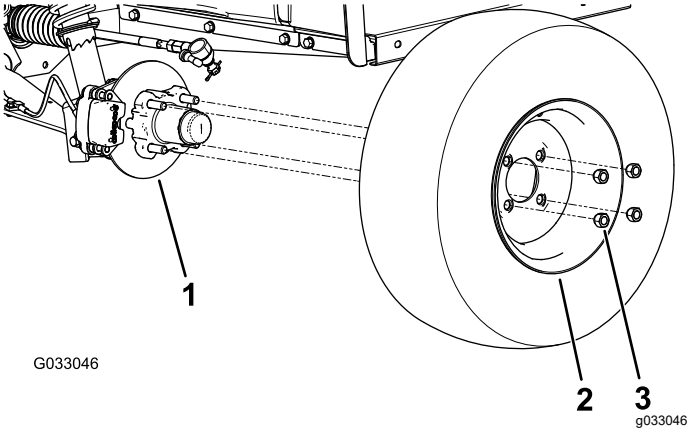

**Figuur 28**
2. Verwijder de 4 wielmoeren waarmee het wiel aan de naaf bevestigd is (Figuur 28).
4. Lijn de openingen in het wiel uit met de bouten van de naaf en monteer het wiel op de naaf met het ventiel naar buiten gericht (Figuur 28).
5. Bevestig het wiel aan de naaf met de wielmoeren (Figuur 28).